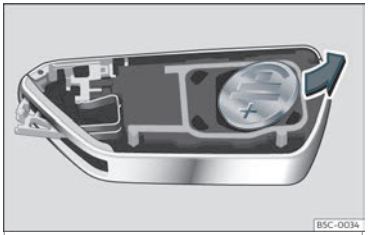

Abb. 73 Fahrzeugschlüssel: Batterie herausnehmen.
• Batterie mit einem geeigneten dünnen Gegenstand aus dem Batteriefach heraushebeln››› **Abb. 73**.